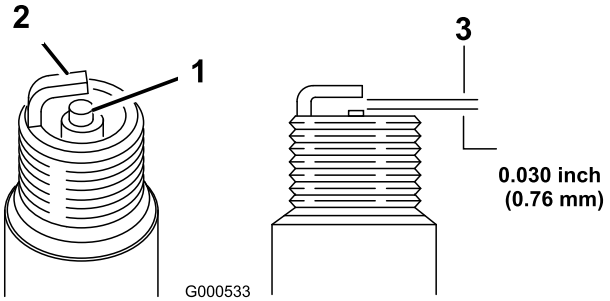

Figur 30
1. Se på midten av tennpluggene (Figur 30).
2. Kontroller mellomrommet mellom midten og siden på elektrodene (Figur 30) og bøy sideelektroden hvis mellomrommet ikke er korrekt.